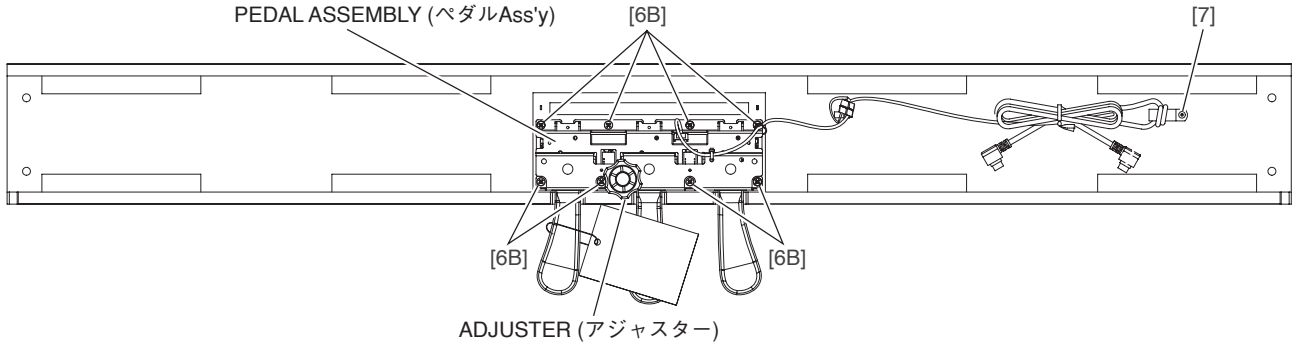

Fig. 10（図10）
18-4 Remove the eight (8) screws marked [6B] and the screw marked [7]. The pedal assembly can then be removed. (Fig. 10)
19-3 Remove the adjuster. (Fig. 10)
18-4 [6B] のネジ 8 本と [7] のネジ 1 本を外して、ペダル Ass'y を外します。(図 10)
19-3 アジャスターを外します。(図 10)